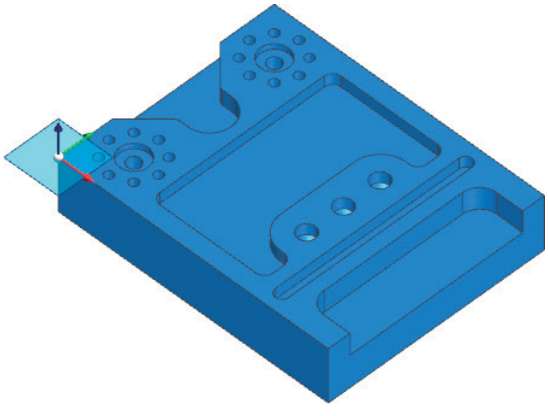

Rysunek 9.76. Widok przykładu r09\Cwiczenia\Tablica2.x_t
1. Wykorzystując wiedzę teoretyczną i praktyczne umiejętności, spróbuj wykonać w Edgecamie całościowy proces technologiczny obróbki frezowania poniższego przykładu pliku bryłowego 3D z wykorzystaniem Tablicy planowania (rysunek 9.76).